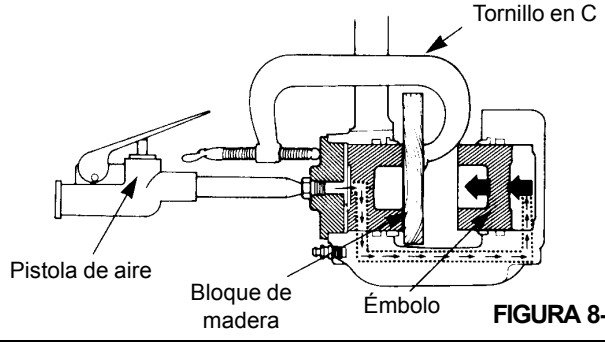

FIGURA 8-15
b. Aplique aire comprimido al adaptador de entrada para forzar la salida de los émbolos de la otra caja. Si un émbolo sale antes que el otro, coloque un pedazo de madera delante del émbolo que salió primero. Aplique aire comprimido para forzar la salida del otro émbolo fuera de la caja (Figura 8-15).